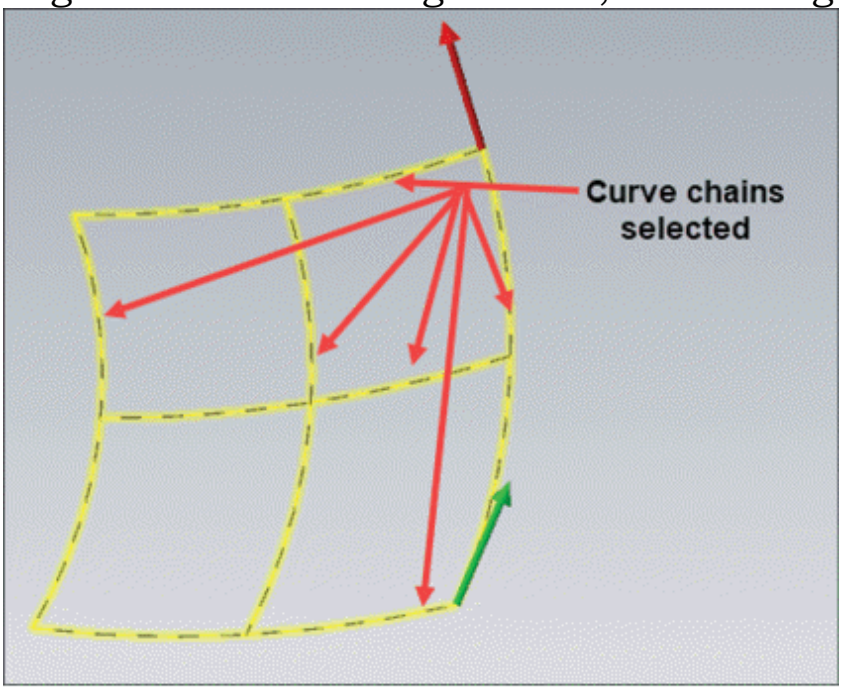

Figure-29. Chains selected for net surface
- Select at least two parallel curves and minimum two intersecting curves for defining surface; refer to Figure-29.